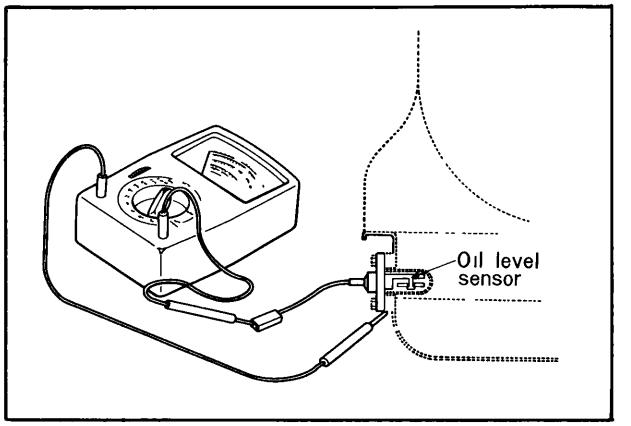

Fig. 2–22 Checking oil level sensor
1. Connect the circuit tester to the level sensor as shown in Fig. 2–22, and check the continuity by moving the float up and down. When the float is on the upper side, the circuit tester should not show any continuity, and when moved to the lower side, it should show a continuity of the circuit. If it is found not to be so, replace the oil level sensor.
b. Connect the circuit tester to the level sensor as shown in Fig. 2–22.